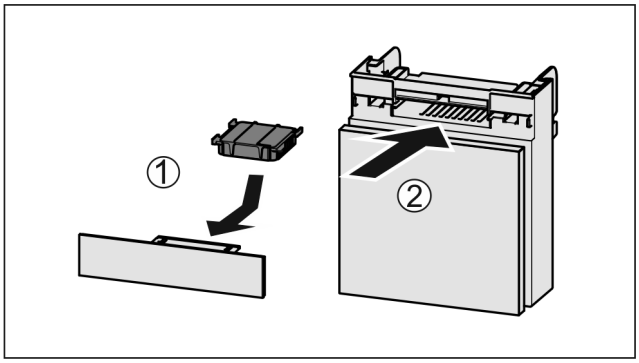

Fig. 37
▶ Установите фильтр с активированным углем, как показано на рисунке *Fig. 37 (1)*.
▶ Вставьте отделение *Fig. 37 (2)*.